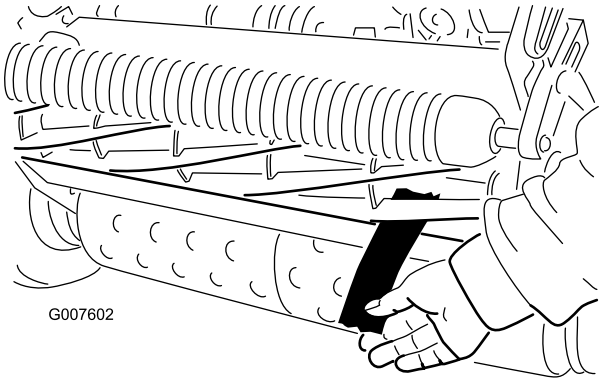

Rysunek 46
12. Przetestuj efektywność cięcia poprzez wsunięcie długiego paska papieru do testu cięcia między wirnik a nóż dolny, prostopadle do noża dolnego (Rysunek 46). Powoli obracaj wirnik do przodu; powinien on przeciąć papier.